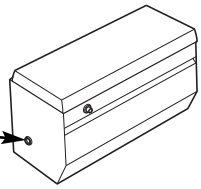

Figure 3
- Do NOT insert extension cord through hole without grommet in place (see Figure 3).